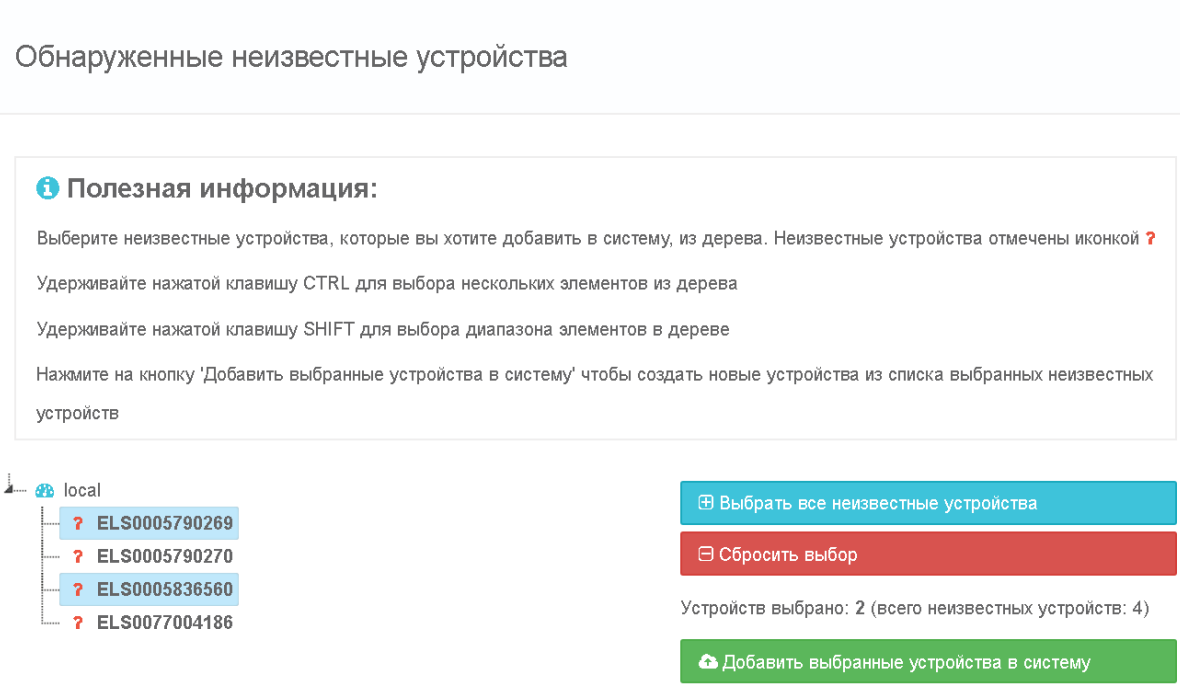

Рис. 19. Создание устройств на странице «Обнаруженные неизвестные устройства»
- 3.2. Зайти на страницу «Управление устройствами» -> «Обнаруженные неизвестные устройства» (Рис. 19). На странице появится логическая топология устройств с отображением неизвестных приборов учета, расположенных под УСПД, на которых они обнаружены. Можно выделить одно или более устройств, удерживая клавишу «Ctrl», либо нажать кнопку «Выбрать все неизвестные устройства». При нажатии кнопки «Добавить выбранные устройства в систему» выделенные приборы учета будут созданы и размещены в группах под концентратором, на котором они были обнаружены.